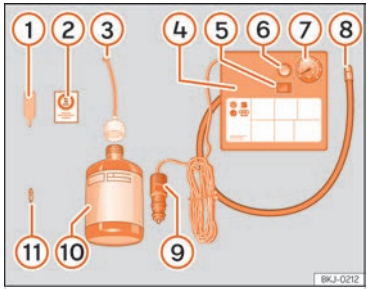

Fig. 247 Representació estàndard: contingut del joc antipunxades.
El joc antipunxades es troba en el compartiment del maleter sota el revestiment del terra. Inclou els components següents ››› **fig. 247**:
- Desenrosqueu el caputxó i l'obús de la vàlvula del pneumàtic. Utilitzeu l'aparell ››› **fig. 247** 1 per extreure l'obús. Poseu-lo en una superfície neta.
- Sacsegeu amb força l'ampolla de segellador de pneumàtics ››› **fig. 247** 10 .
- Enrosqueu el tub d'inflament ››› **fig. 247** 3 a l'ampolla de segellador. El precinte de l'ampolla es trencarà automàticament.
- Traieu el tap del tub d'ompliment ››› **fig. 247** 3 i caragoleu l'extrem obert del tub a la vàlvula del pneumàtic.
- Torneu a posar l'obús amb l'aparell ››› **fig. 247** 1 a la vàlvula del pneumàtic.
- Enrosqueu el tub d'inflament del pneumàtic del compressor ››› **fig. 247** 8 a la vàlvula del pneumàtic.
- Comproveu que el caragol d'evacuació d'aire està tancat ››› **fig. 247** 6 .
- Fixeu el connector ››› **fig. 247** 9 a la presa de corrent de 12 volts del vehicle ››› **pàg. 256**.
- Connecteu el compressor d'aire amb commutador ON/OFF ››› **fig. 247** 5 .
- Enganxeu l'adhesiu ››› fig. 247 ② al quadre d'instruments, dins del camp visual del conductor.
Torneu a enroscar el tub d'inflament ››› fig. 247 ⑧ i comproveu la pressió en el manòmetre ⑦.